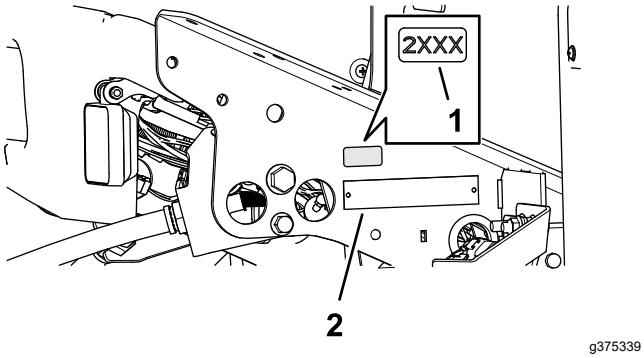

Рисунок 35
1. Очистите поверхность в зоне кронштейна пола рядом с табличкой с серийным номером протирочным спиртом и чистой ветошью и дайте кронштейну высохнуть (Рисунок 35).